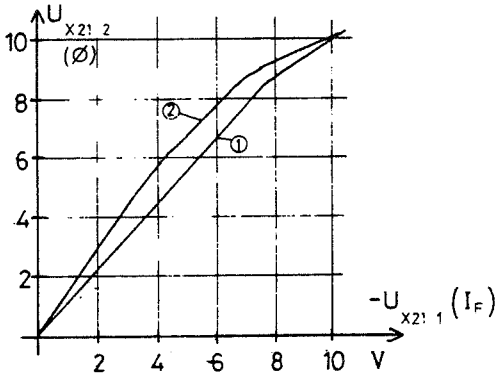

Fig. 4-21
The purpose of the function generator is to simulate the excitation curve of the d.c. machine. There are two different excitation curves, one for d.c. machines of type LAB (1) and one for others (2); see fig. 4-21.